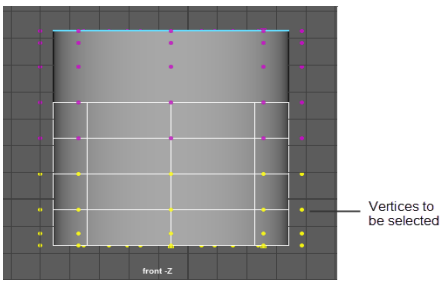
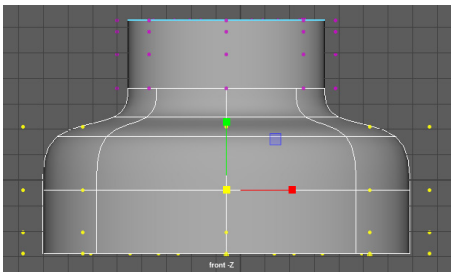

Figure 4-38 *Vertices to be selected*
Figure 4-39 *Scaling the selected vertices uniformly*
3. In the front-Z viewport, press and hold the right mouse button on the *hat*; a marking menu is displayed. Choose **Control Vertex** from the marking menu; the vertex selection mode is activated. Now, select the vertices, as shown in Figure 4-38. Next, invoke **Scale Tool** from the Tool Box and scale up the vertices uniformly in the front-Z viewport, as shown in Figure 4-39.